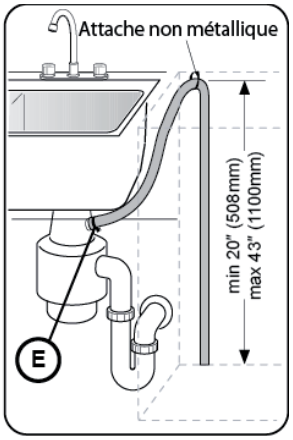

Figure 11
2. Directement sur le raccordement de vidange de lave-vaisselle d'un broyeur de déchets, comme l'indique la **Figure 11**.